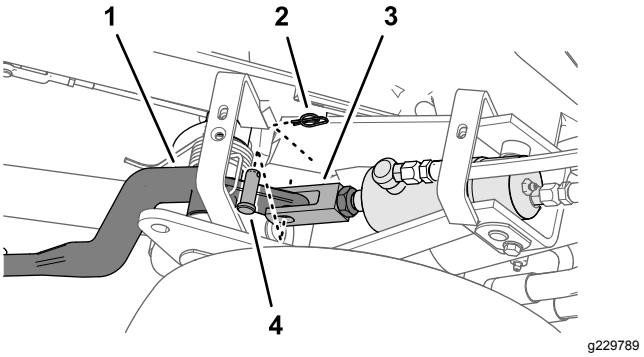
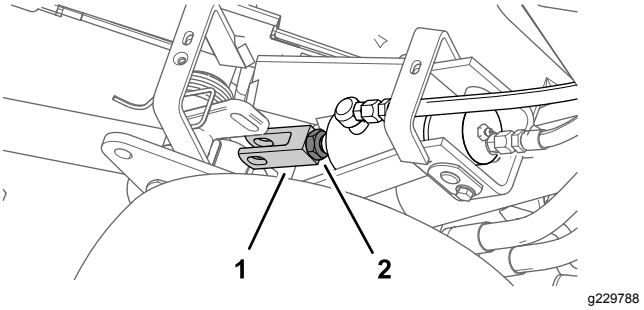

Figuur 53
Figuur 54
3. Draai de contramoer los waarmee de gaffelfitting is bevestigd aan de cilinder van de maai-eenheid die u wilt afstellen (Figuur 53).
4. Verwijder de borgpen en de gaffelpen (Figuur 53)
5. Draai de gaffel totdat u de gewenste hoogte heeft gekregen (Figuur 54).
6. Bevestig de gaffelfitting aan de hefarm met de gaffelpen en de borgpen en draai de contramoer vast (Figuur 53 en Figuur 54).